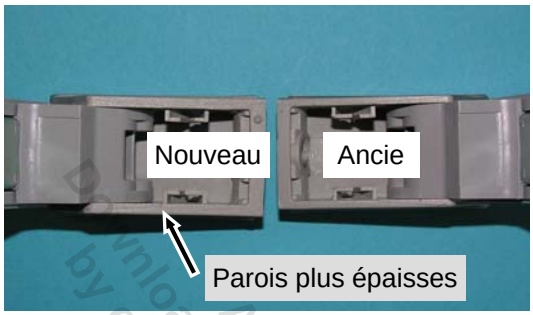

Fig 1
- Parois plus épaisses (**Fig. 1**)